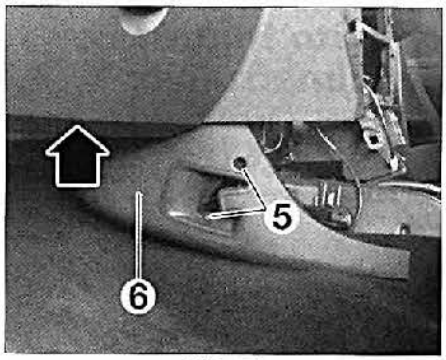

FIG. 12
• Desmontar la guarnición inferior (flecha) debajo del salpicadero **(fig. 12)**.
• Separar la consola de suelo para acceder a los tornillos (5) y desmontarlos.